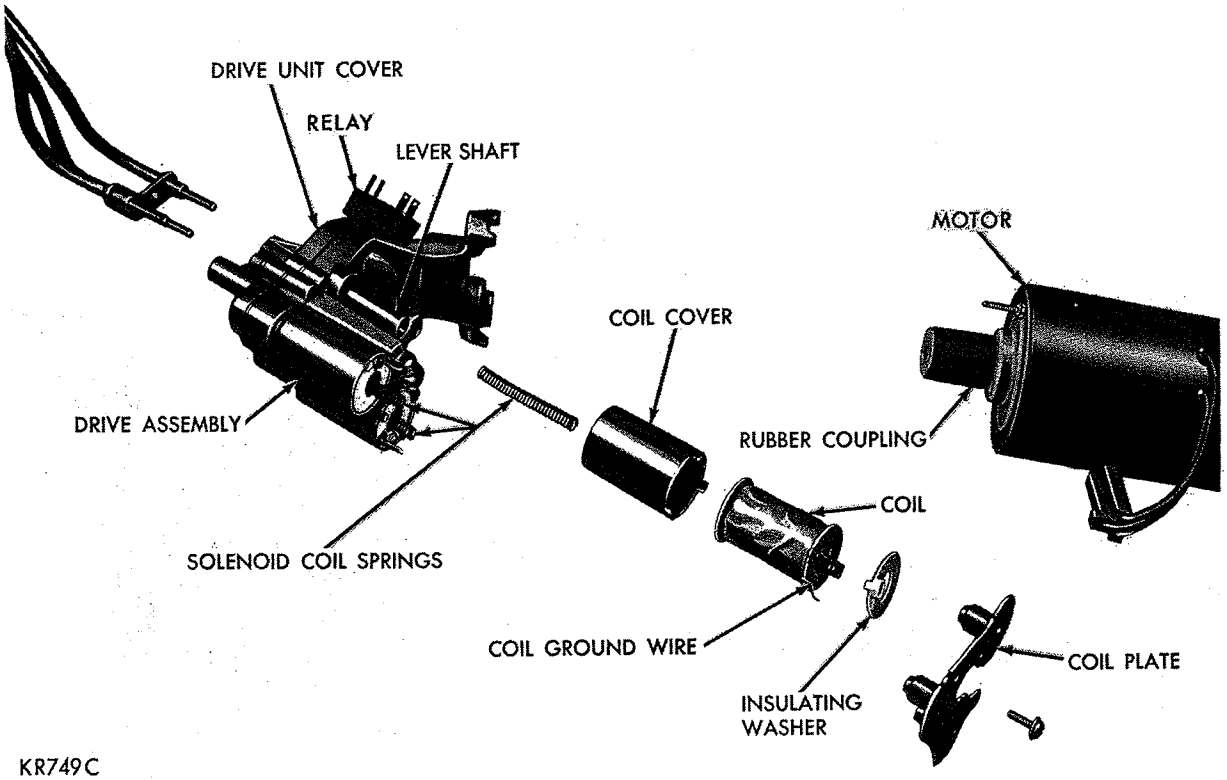

*Fig. 88—Solenoid and Coil*
(1) Remove drive unit from seat assembly. See "Removal of Flexible Cables."
(2) Remove two screws holding plate and solenoids to drive unit (Fig. 88).
(3) Remove plate and solenoid assembly. Be careful not to lose three springs under solenoid.
(4) To remove solenoid coils, bend back on tabs of solenoid cover. Unsolder coil ground wire at cover tab and remove coil cover from coil.
(5) Remove screws holding cover on drive unit.
(6) Remove cover and lift out clutch lever and shaft.